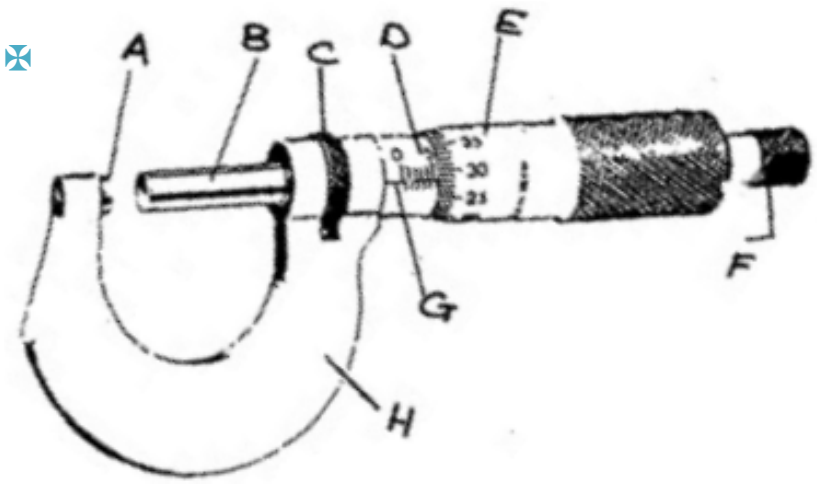

FIGURE 3 (8)
7.2 Name the parts indicated on the sketch of an outside micrometer in FIGURE 3 by writing only the answer next to the letter (A–H) in the ANSWER BOOK.